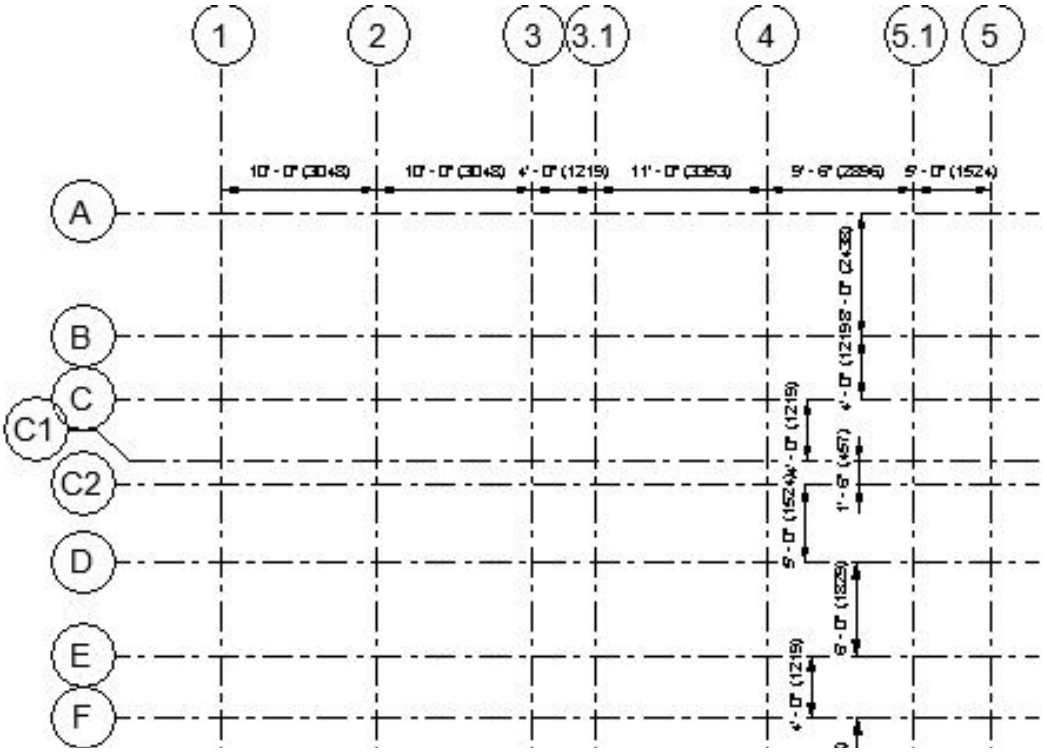
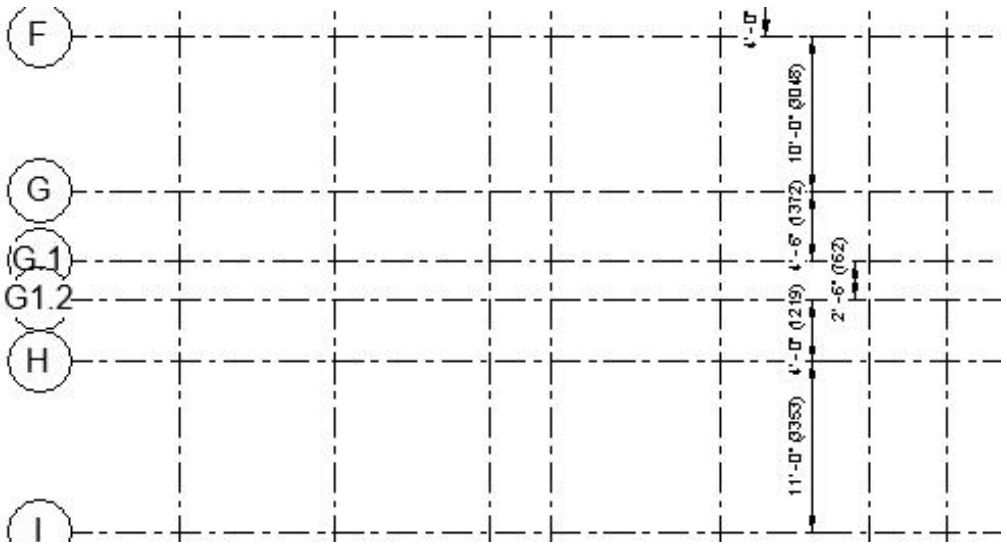

Figure 3-53 *The horizontal grid lines to be created with the specified names and distances*
Figure 3-54 *The remaining horizontal grid lines in continuation of Figure 3-53*
22. Repeat steps 19 to 22 to create rest of the horizontal grid lines and rename them, refer to Figures 3-53 and 3-54.
*To create the remaining horizontal grids from grid **B** to grid **I** refer to Figures 3-53 and 3-54. Note that both these figures are part of a single grid plan view. Figure 3-54 is in continuation with Figure 3-53 and is displayed separately to show the grid dimensions clearly. Further, the horizontal grids will be renamed using the same method used for vertical grids.*